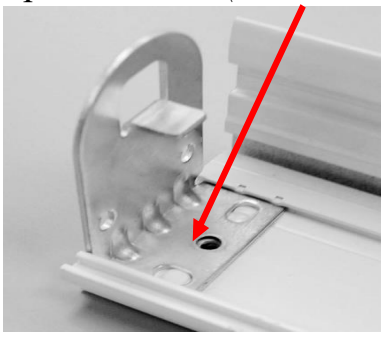
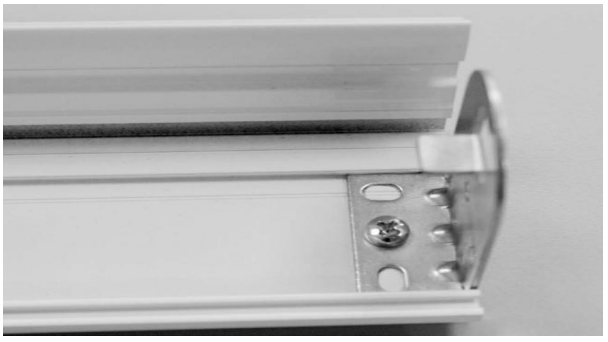

Рис.36
Рис.37
1. Вставить *кронштейн для кассеты левый М, металл (310319-0000)* в *базовый профиль кассеты(310354-0225)* ,с левой стороны заподлицо с ним. Просверлить в центре отверстие сверлом ∅2, как показано на (**Рис.36**). Вкрутить шуруп 2,9х6,5 (**Рис.37**).Эту же операцию повторить со вторым кронштейном*(310320-0000)*